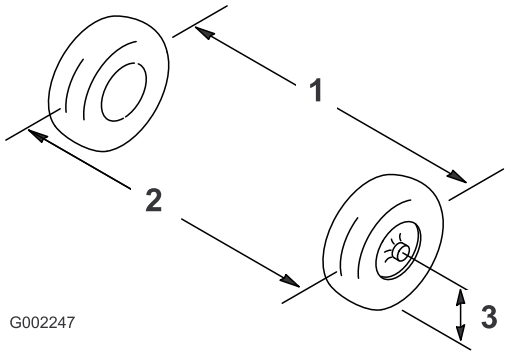

Figura 96
2. Meça a distância entre os pneus dianteiros à altura do eixo na zona dianteira e traseira dos pneus dianteiros (Figura 96).